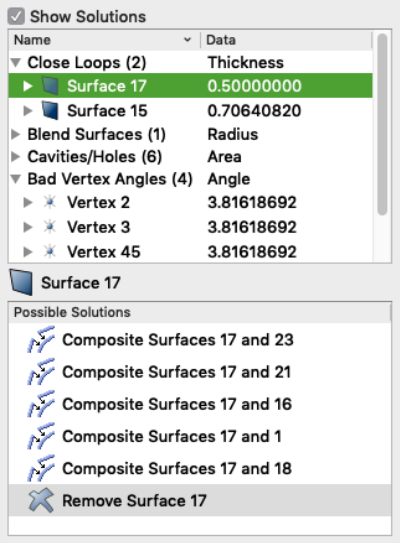

**Figure 4. Entitiy-specific solutions displayed in geometry power tool.**
- **Show Solutions:** Selecting the **Show Solutions** check box at the top of the results window will display an additional window, (See Figure 4.) populated with relevant operations for the currently selected entity. Selecting a solution will display a preview of the operation in the graphics window. Double clicking the solution will execute the solution. A right click on the solution will show a context menu revealing the following options: